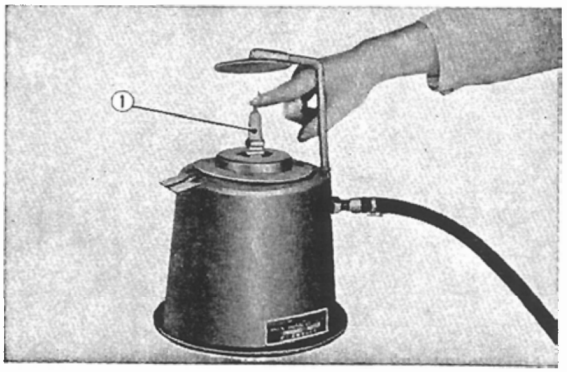

Fig. 6.12 Spark plug cleaning
a. It is best to use spark plug cleaner for the cleaning, however, when a cleaner is not available, after scraping with a piece of wire or needle, wash with gasoline and wipe off with a dry rag. **(Fig. 6.12)**